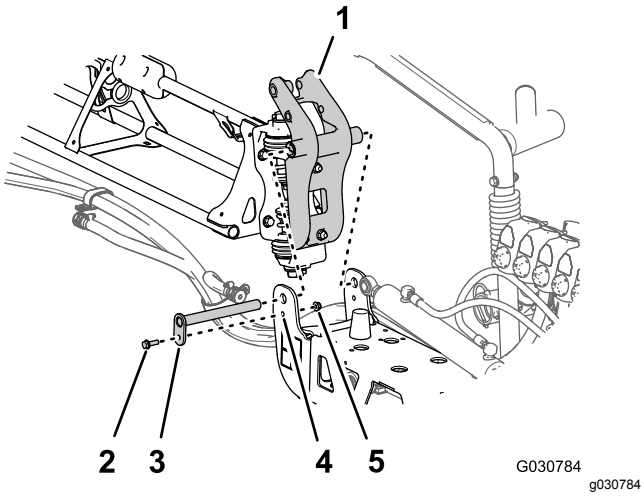

**Figur 100**
3. Juster bøsningerne i drejefittingen efter hullerne i flangerne på akselbeslaget for enden af midterbomsektionen (Figur 100).